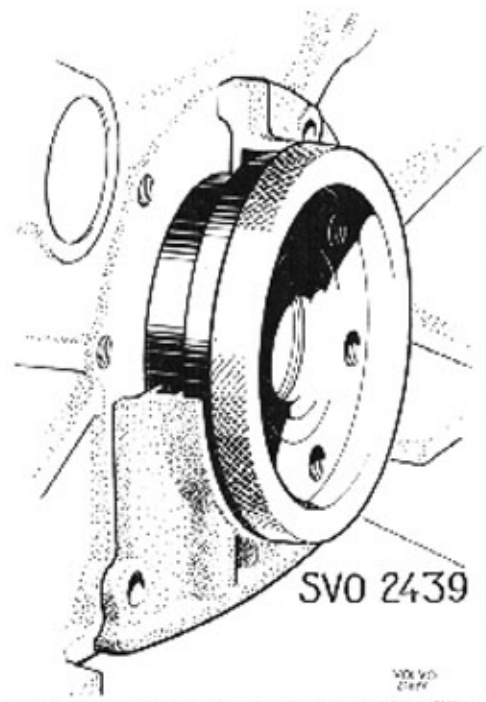

Bild 21-20. Centrering av bakre tätningsfläns
3. Centrera flänsen med centrumhylsa SVO 2439, se bild 21-20. Vrid hylsan runt under fastdragning av skruvarna och justera flänsens läge om hylsan låser fast. Kontrollera att flänsen ligger plant mot blocket på undersidan.